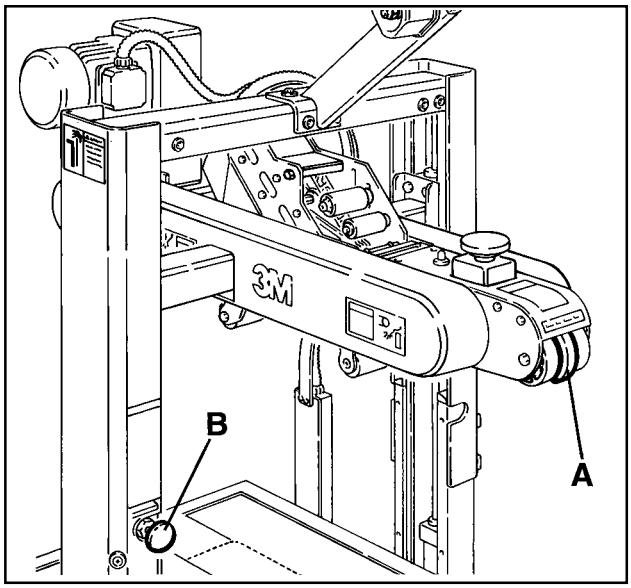

Figure 3-6 – Mechanical Latch, Upper Drive Assembly
(9) **Mechanical Latch, Upper Drive Assembly** – Figure 3-6